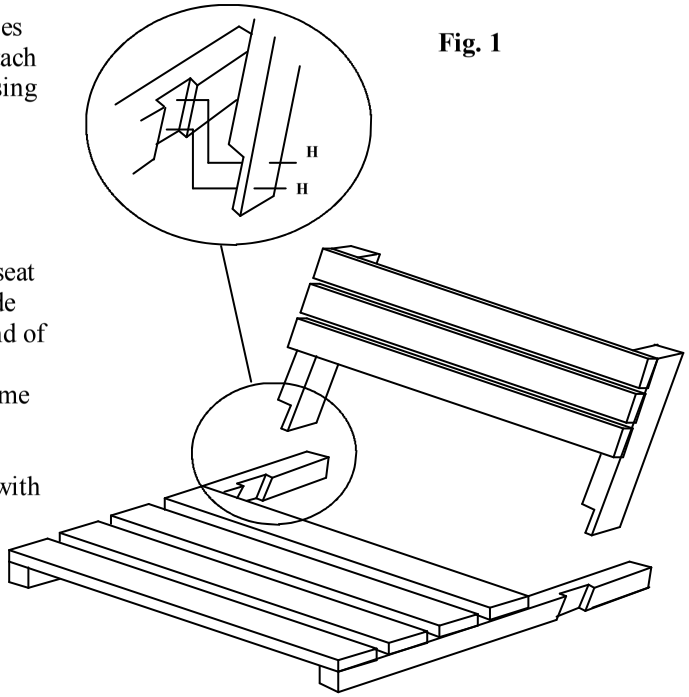

Fig. 1
1. Assemble the seat (B/C) as shown in Fig. 1 using screws (H).